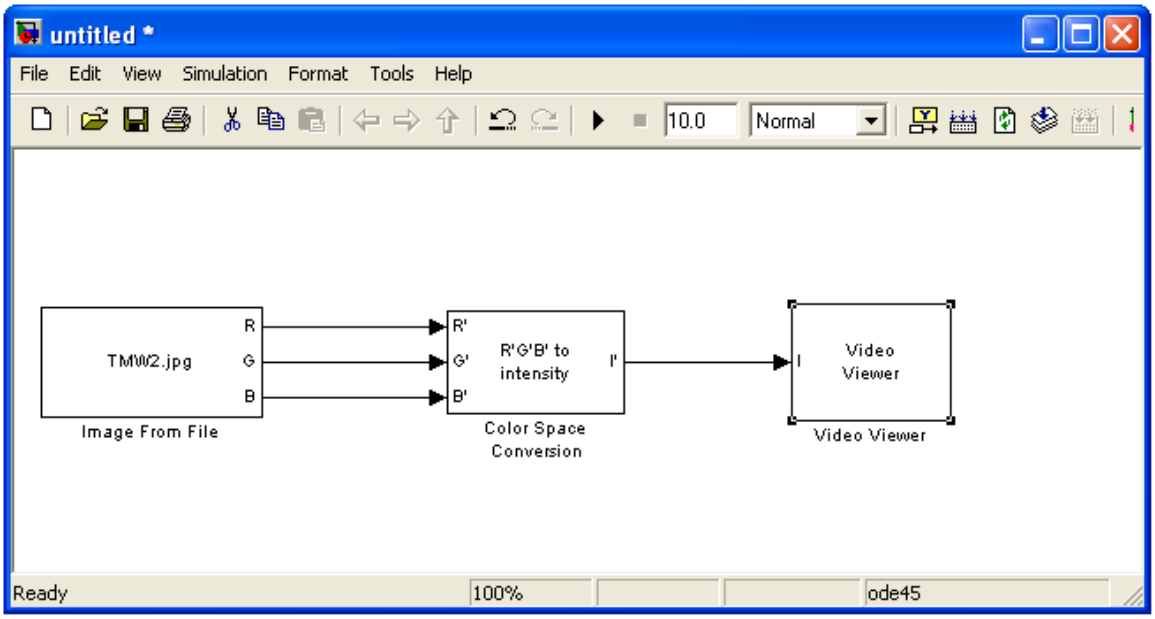

Figure 12: Reading and Displaying a Picture
8. Connect the three blocks as shown in Figure 12.